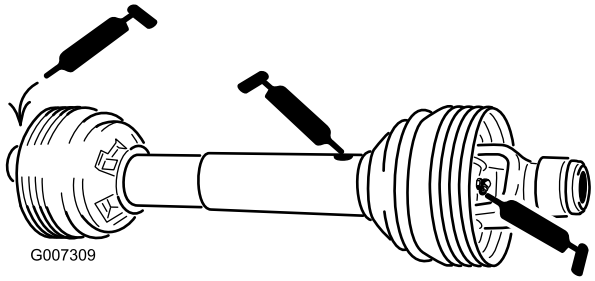

Figur 30
Kraftuttagsaxel (3) (Figur 30).